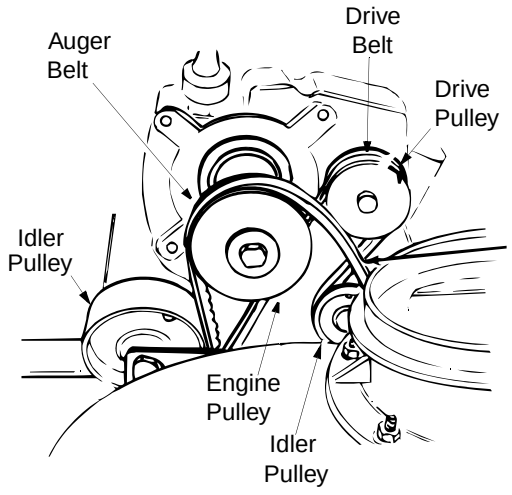

Figure 13
4. Roll auger belt off engine pulley. See Figure 13.
7. Lift the auger belt from the auger pulley, and slip belt between the support bracket and the auger pulley. See Figure 13.
2. Pull idler pulley up, and lift belt off engine pulley and friction wheel disc. See Figure 13.